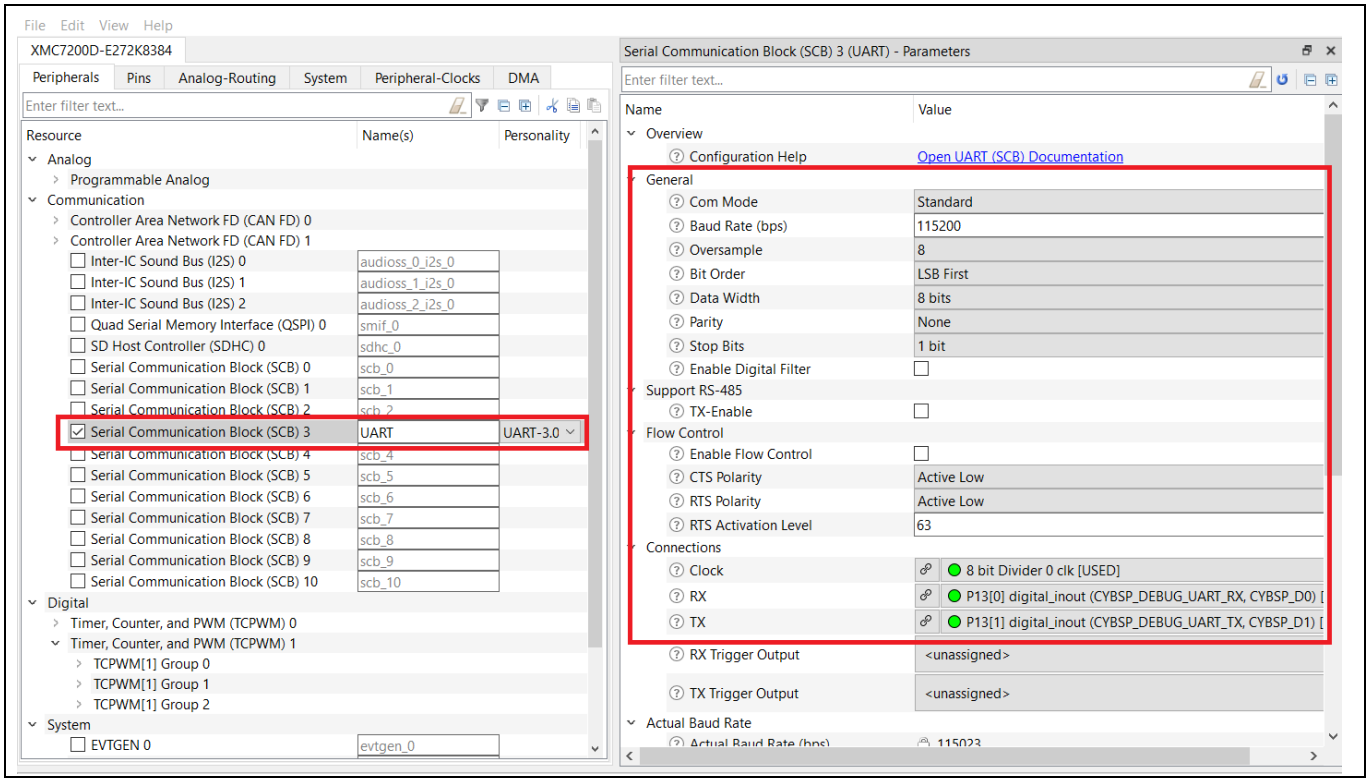

**Figure 17 SCB configuration in ModusToolbox™**
2. Configure SCB mode and channel, baud rate and ports in the **Peripherals** tab of the Device Configurator as shown in Figure 17.